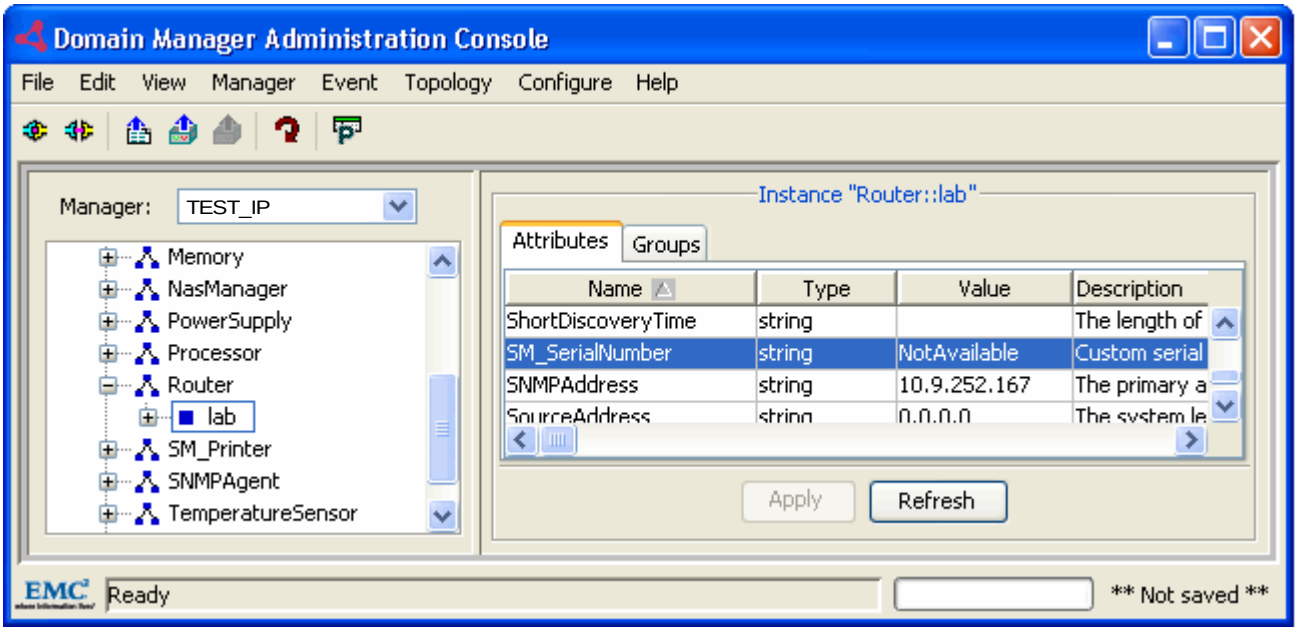

Figure 8 Router discovered with the SM_SerialNumber attribute in TEST_IP
3. Verify that the router has been added to the topology as an instance of the Router class. The initial value of the new SM_SerialNumber attribute will be “NotAvailable” as shown in Figure 8 on page 49.